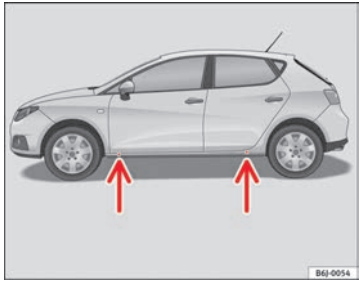

Fig. 140 Jack position points
– Locate the jacking point under the door sill closest to the wheel to be changed ⇒ Fig. 140.
Recesses at the front and rear of the door sills mark the jacking points ⇒ Fig. 140. There is only one jacking point for each wheel. Do not fit the jack anywhere else.